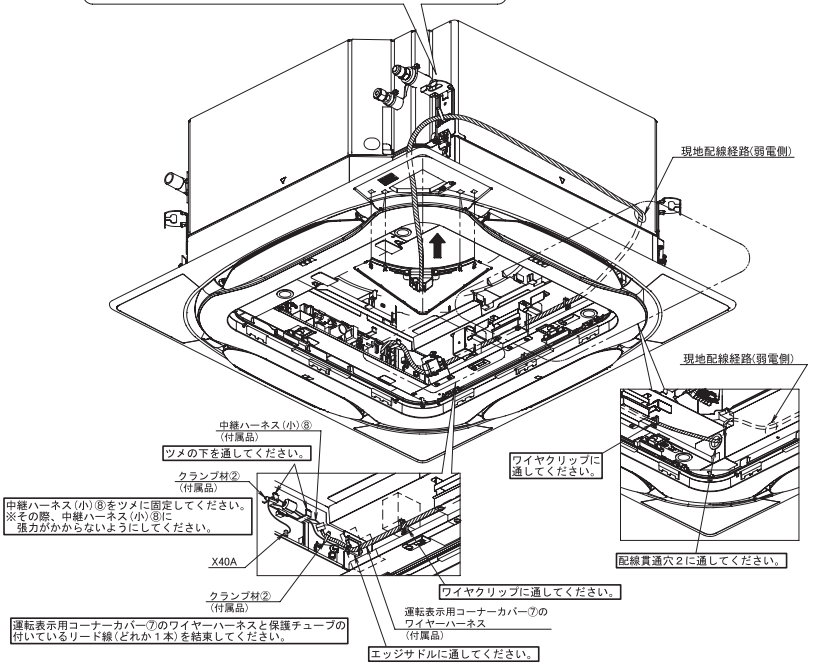

図４
（4）運転表示用コーナーカバー⑦のワイヤーハーネスと中継ハーネス（小）⑧をそれぞれ電気品箱のツメと保護チューブの付いているリード線（どれか１本）にクランプ材②で固定してください。（図４参照）